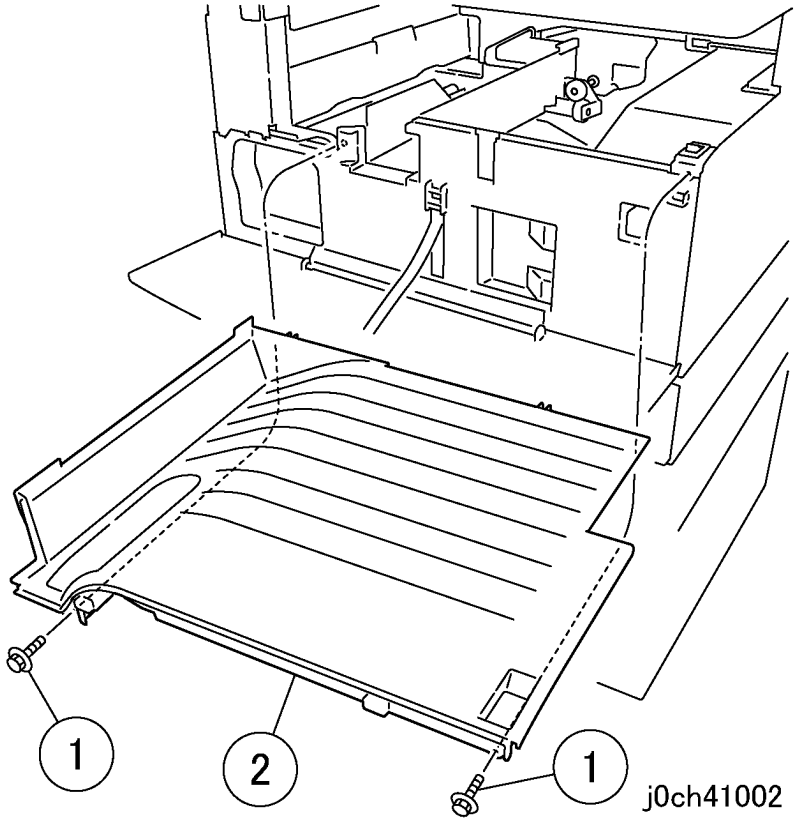

Рисунок 2 Снятие верхней крышки (j0ch41002)
3. Снимите верхнюю крышку (рисунок 2).